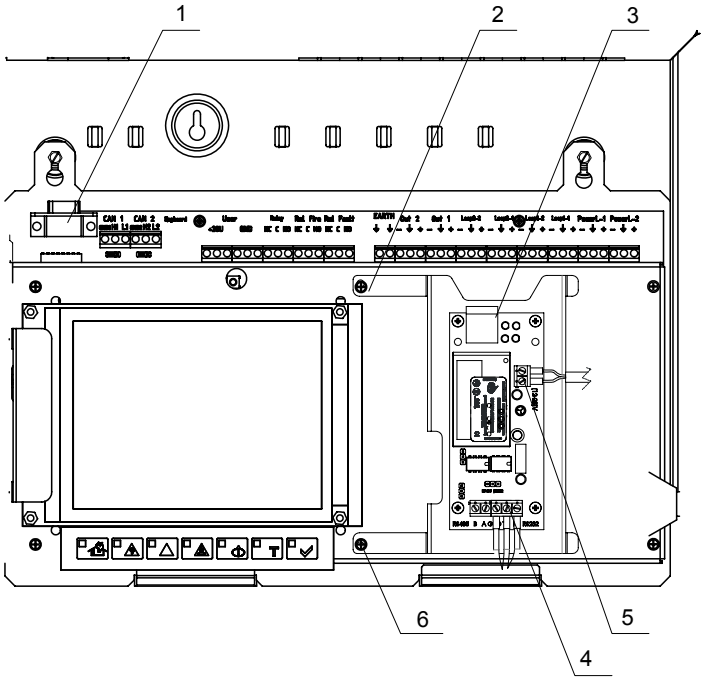
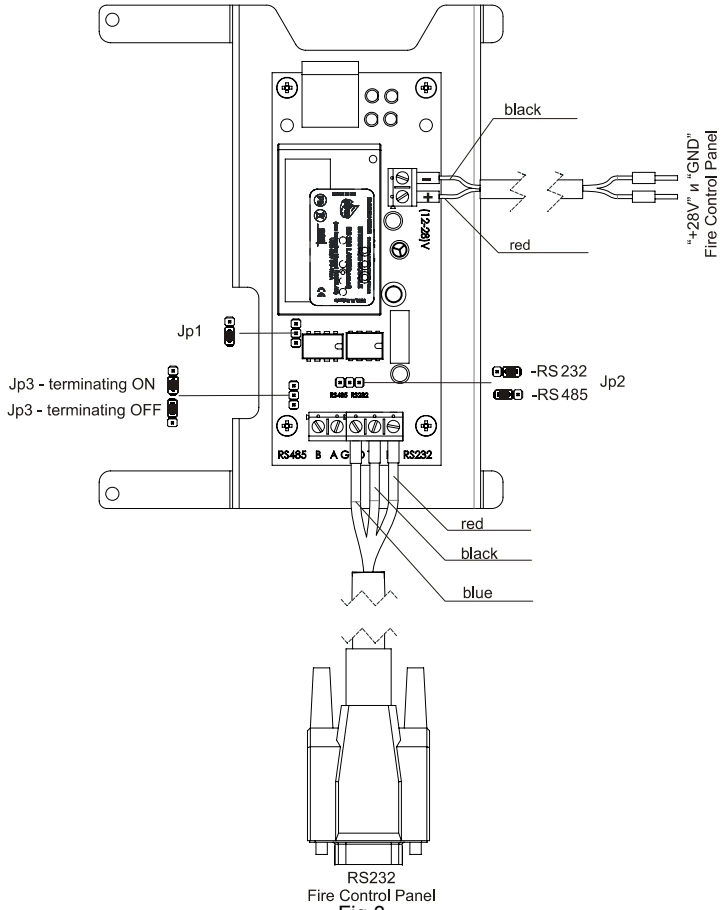

Fig.2
Fig.3
1.2.1. Unscrew the screws of the panel (see position 2 and 6, Fig.2).
1.2.3. Pass the cable for connection with the LAN network through the technological openings of the and join it to the coupling of the module panel (pos 3, fig.2) .
1.2.4. Connect the base board by the supply cable from the set (coupling RS232) (pos.1, fig.2) with terminals "Rx", "Tx" and "GND" (pos.4, fig.2) of RS-LAN module. Join terminal "Rx" to the red wire, terminal "Tx" – to the black wire, and terminal "GND" – to the blue wire (fig.3).
Red wire of the supply cable connects terminal "+" of the module with terminal "+28V" of the Control Panel, and the black wire – terminal "-"(pos.5, fig.2) of the module with terminal "GND" of the Control Panel (fig.3).
2.1.1. Configure mechanically the jumpers as follows (fig.3):